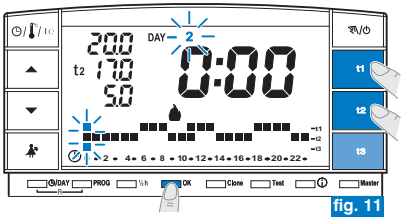

fig. 11
- Terminada la programación de las temperaturas del día **Lunes**, volver a programar en caso de error, *(utilizar las teclas ▲▼ para desplazar rápidamente la hora que se va a programar en la escala de 24 h: la hora respectiva aparecerá en la pantalla)* o presionar la tecla **OK** para confirmar el programa configurado. Confirmando con **OK** grabará en la memoria el programa configurado (para el Lunes) y en la pantalla aparecerá parpadeante el día Martes (2) así como los segmentos de la hora **0:00** de la escala térmica programada para el día anterior (fig. 11).
- Si se desea la misma escala térmica del Lunes, presionar la tecla **OK** (ej. fig. 11): se activará la misma escala para el **Martes** y parpadeará el día **3 Miércoles** y los segmentos de la hora **0:00**.